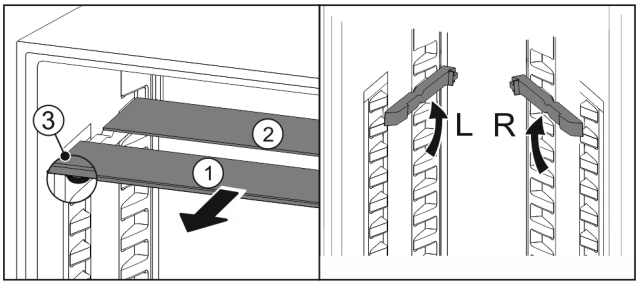

Fig. 25
▶ Pull the glass panels out *Fig. 25 (1)* from the front, one at a time.
▷ The glass panel *Fig. 25 (1)* with the trim strip is at the front.
▷ The stops *Fig. 25 (3)* point downward.